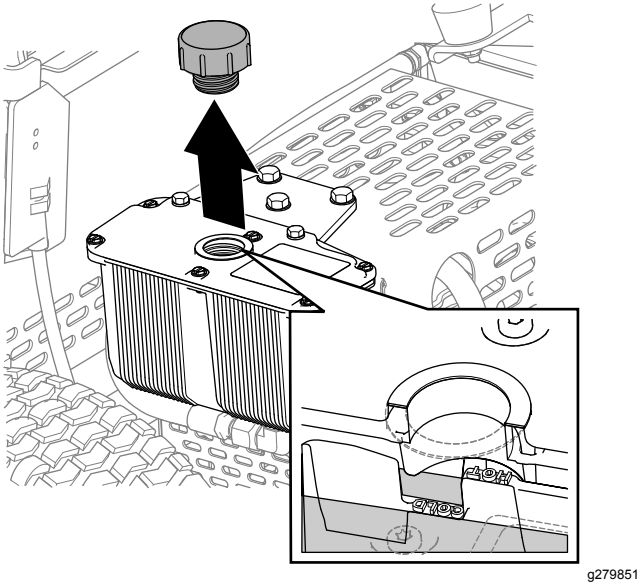

Figur 35
3. Fjern lokket og kontrollerer nivået til hydraulikkvæsken i beholderen (Figur 35).